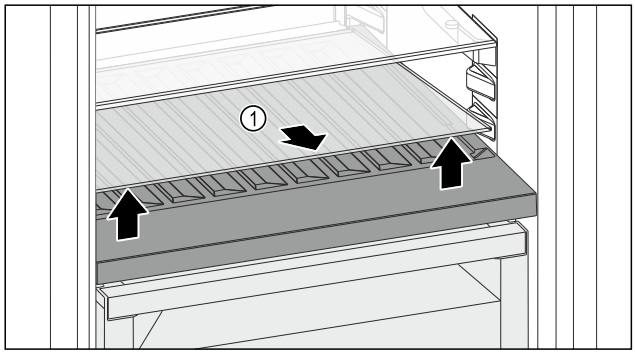

Fig. 186
▶ Ridicați în față și extrageți placa de sticlă *Fig. 186 (1)* din degajare.
▶ Păstrați placa de sticlă *Fig. 186 (1)* în siguranță în afara aparatului.